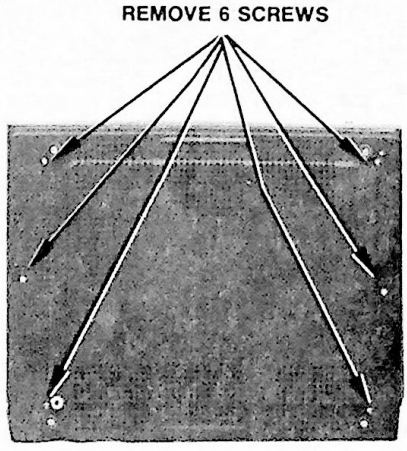

Figure 4. Bottom Panel Removal
Bottom panel — Remove six (6) screws (Figure 4).